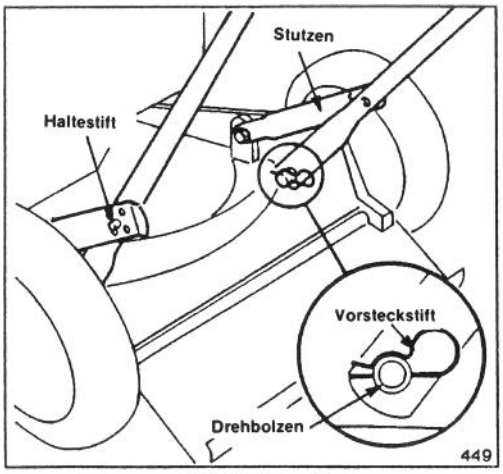

Abbildung 1
1. UNTERE SCHIEBESTANGEN (Abb. 1) — Enden der Schiebestangen zusammendrücken und auf die Drehbolzen stecken. Schiebestange und Haltestutzen nach hinten bewegen, bis die Stifte an der Schiebestange in die mittleren Löcher einrasten. Vorsteckstifte durch die Löcher der Drehzapfen stecken.